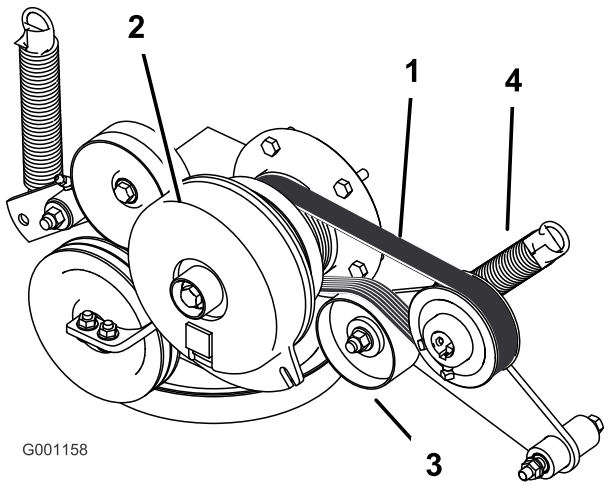

Figur 59
3. Fjern fjæren fra lederullarmen (Figur 59).
4. Legg den nye remmen rundt motorremskiven og hydropumpens remskive (Figur 59).
6. Monter fjæren på lederullarmen (Figur 59).